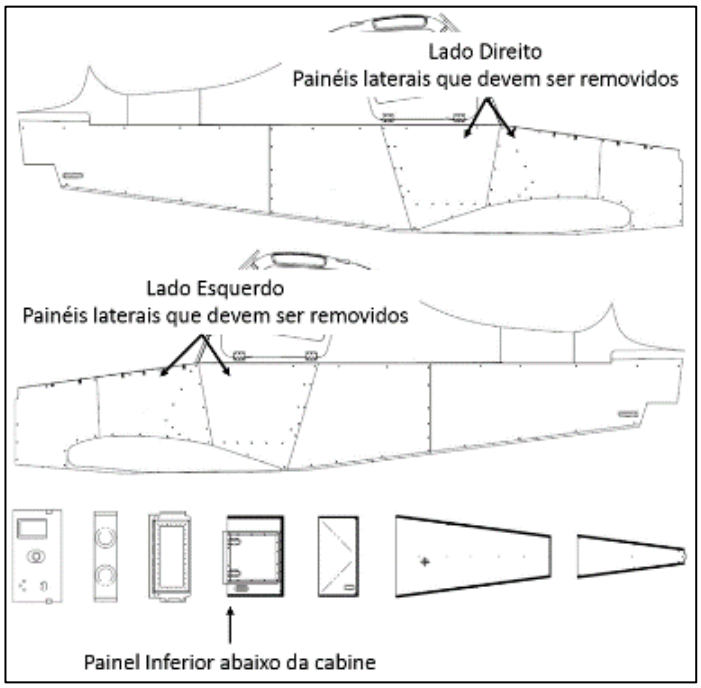
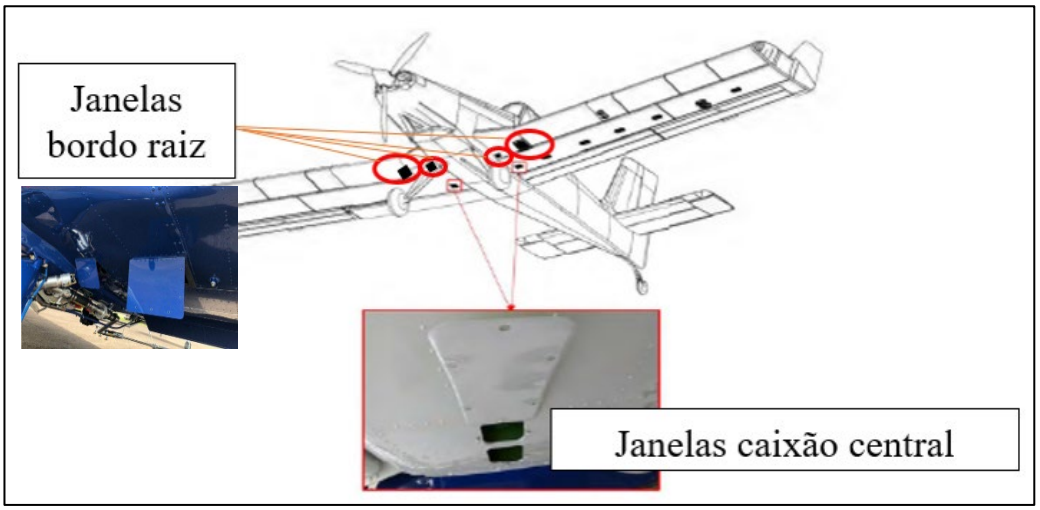

FIGURA 1 - Painéis de revestimento a serem removidos para a inspeção.
FIGURA 1a – Janelas de inspeção (bordo raiz e caixão central) a serem abertas para inspeção.
2.1 Remova os painéis de revestimento inferiores abaixo da cabine e os painéis laterais acima da asa para acessar a região frontal e posterior da junção das semiasas (junção das Longarinas), conforme Figura 1. Abra as janelas de inspeção dos bordos da raiz e caixão central das semiasas conforme Figura 1a.